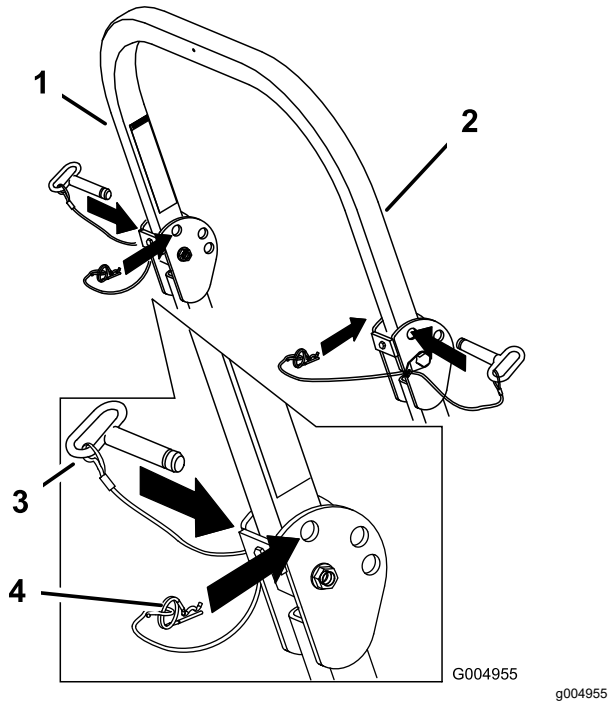

Figure 11
1. Retirez les goupilles fendues puis les deux axes (Figure 11).
3. Posez les 2 axes et fixez-les avec les goupilles fendues (Figure 11).
2. Déployez complètement l'arceau de sécurité puis insérez les 2 axes et fixez-les avec les goupilles fendues (Figure 11).